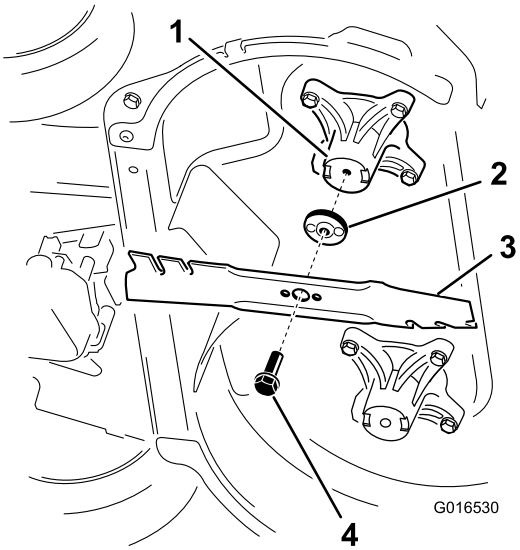

Figur 33
2. Fjern hver kniv som vist i Figur 33.
1. Monter den første kniv, således at den er vandret, sammen med alle monteringsdelene som vist i Figur 33.